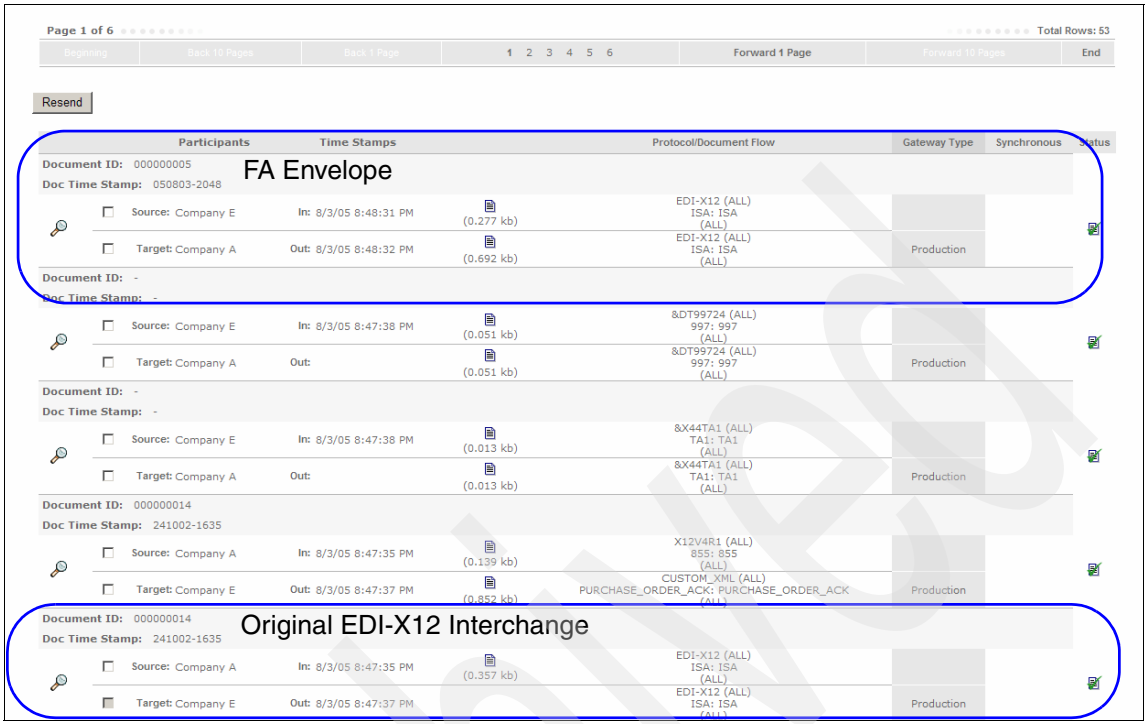

Figure 20-20 Original EDI envelope along with the FAs generated and FA envelope being observed in the Document Viewers
1. While logged in as hubadmin, click **Viewers** → **Document Viewers** and search for the documents. We are able to see the documents in the Document Viewers (Figure 20-20 on page 720).